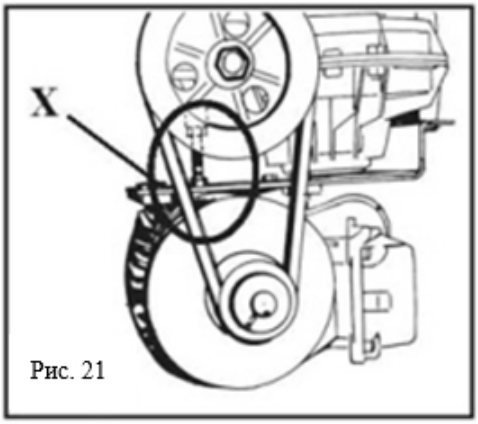

Рис. 21
- Для регулировки натяжения ремня используется специальный регулировочный винт X. (Рис. 21)